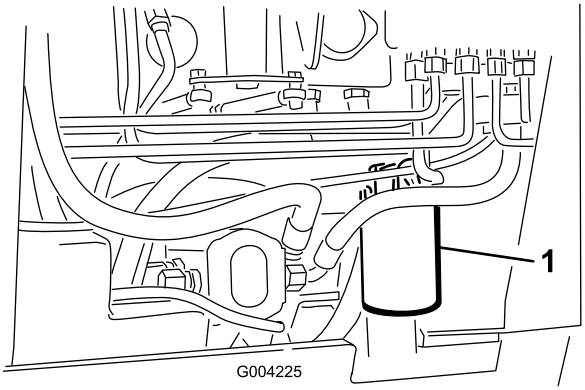

**Figur 56**
4. Placera ett kärl under filtret (Figur 56).
5. Ta bort det gamla filtret (Figur 56) och torka rent ytan på filteradapterpackningen.
7. Sätt i det nya hydraulfiltret i filteradaptern (Figur 56). Dra åt det medsols tills gummipackningen vidrör filteradaptern, och dra sedan åt filtret ytterligare ett halvt varv.